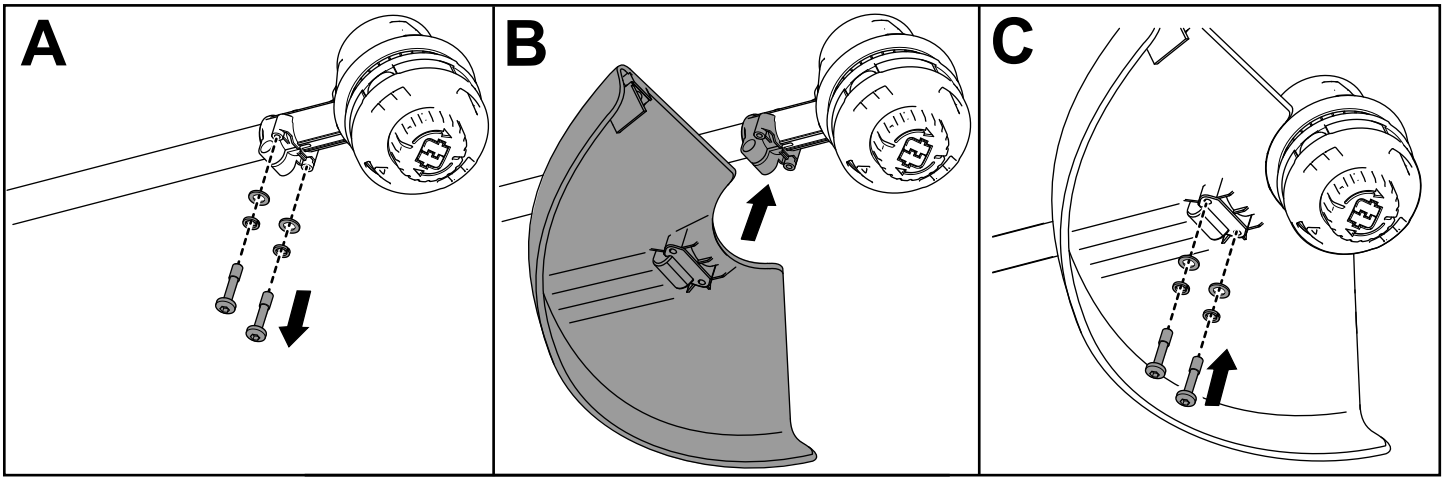

Figuur 3
1. Verwijder met de meegeleverde inbussleutel de 2 inbusschroeven, 2 onderlegringen en 2 afstandsstukken van de onderkant van de trimmer (A in Figuur 3).
2. Lijn de beschermkap uit met de onderkant van de trimmer (B in Figuur 3).